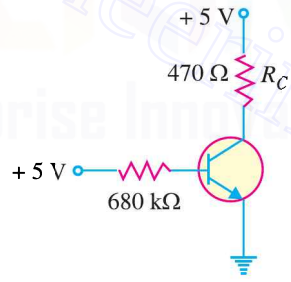

Fig. 8.71
10. Draw the d.c. load line for Fig. 8.71.
11. If the collector resistance R_C in Fig. 8.71 is increased to 1 kΩ, what happens to the d.c. load line ?